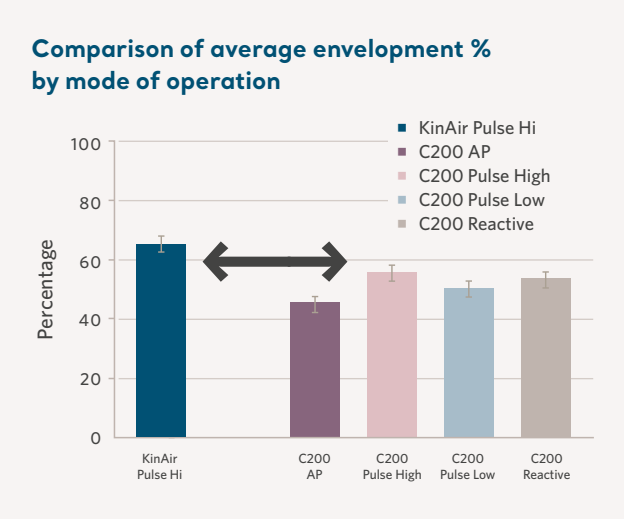

Figure 2: Average Envelopment data comparing KinAir MedSurg Pulse (High Pulse Mode) to Citadel C200[7]
- In Figure 2, The range of envelopment percentage of the KinAir MedSurg is higher than the Citadel C200, however the performance can be most closely matched through the use of Citadel C200 + Skin IQ in Pulsation High Mode